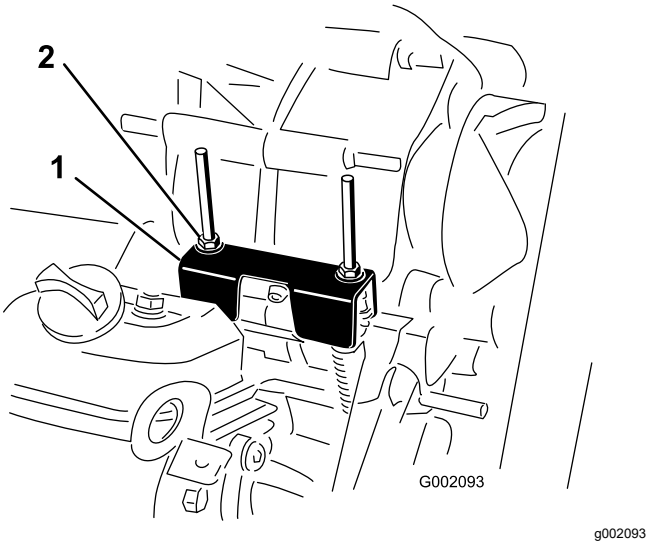

Figur 62
Når man utfører rutinemessig vedlikehold og/eller motordiagnostikk, må transakselen flyttes til FRI (Figur 62). Maskinen har en FRI-posisjon på girspaken, som styrer nøytralen i transakselen. Du bør gjennomføre følgende tiltak for at frigirspaken skal bruke nøytralen i transakselen på riktig måte:
2. Påse at den nøytrale braketten er i FRI-stillingen (på nivå med kabelmonteringsbraketten under girbraketten) ved å dreie drivclutchen (Figur 62).
3. Vri 1 av låsemutrene (Figur 62) for å få en avstand på 0,762 til 1,524 mm mellom bunnen av mutter/skive og nøytral brakett.